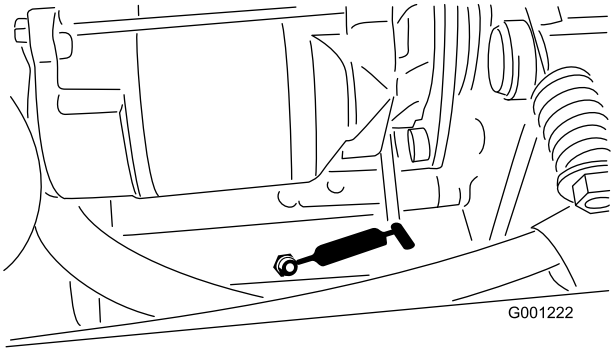

**Figur 40**
- Kraftuttagets spänntapp (Figur 40)
- Bakre kraftuttagslagret (Figur 40)